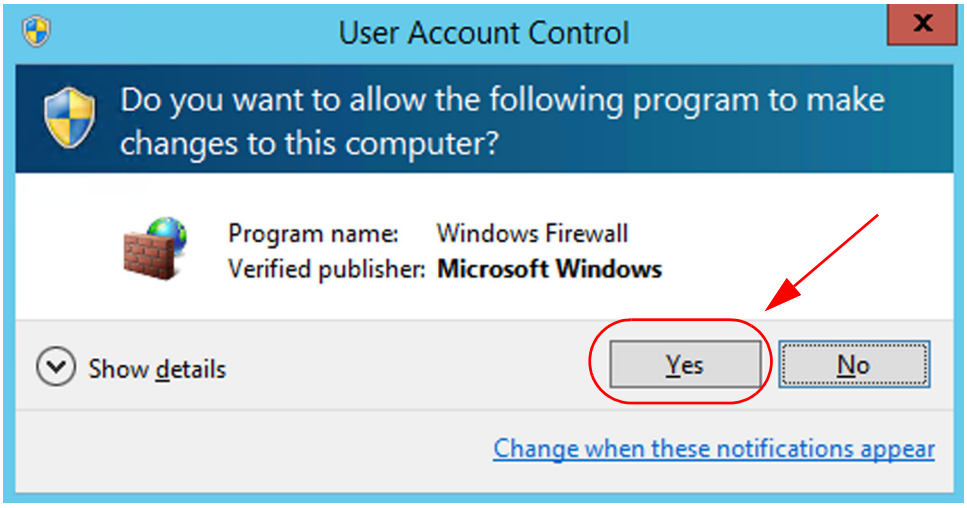

Figure 3.5: Windows Server 2016/2019: User Account Control
5. From the User Account Control screen, select “Yes”. Figure 3.5.